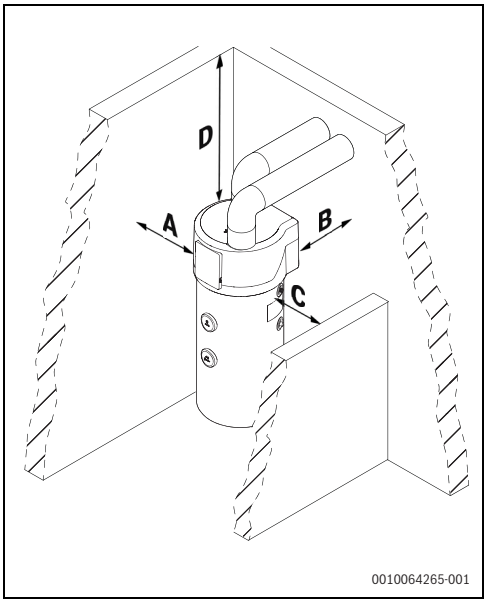

Bild 23 Mindestabstände zu Wänden und Decke
- ▶ Gerät an seinem endgültigen Einsatzort aufstellen und darauf achten, dass die in Bild 23 angegebenen Mindestabstände eingehalten werden.
- Sicherstellen, dass das Gerät für Wartungsarbeiten leicht zugänglich ist. Dazu die in Bild 23 angegebenen Mindestabstände beachten.